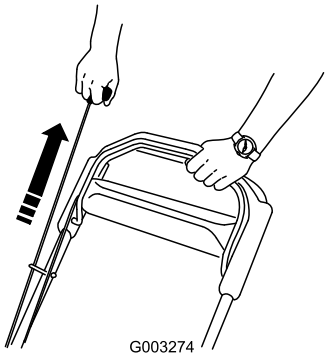

Figur 16
2. Trekk i tilbakespolingshåndtaket (Figur 16).